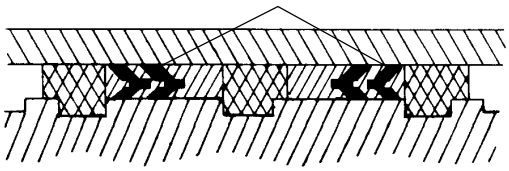

FIGURA 2-57
4. Instale uma vedação hydrolock de reposição na parte externa do pistão Figura 2-57. Deixe a outra vedação hydrolock de fora por enquanto, de forma que ainda haja acesso ao furo do parafuso de trava do pistão.